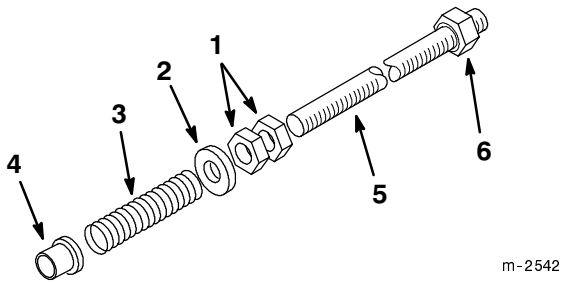

Figure 8
3. Thread two (2) 1/2” jam nuts approximately 22.8 cm (9”) up on each adjusting shaft (Fig. 8).
4. Slide a 1/2” washer, spring and bushing onto each adjusting shaft. Make sure to install the bushing with the flange end against the spring (Fig. 8).